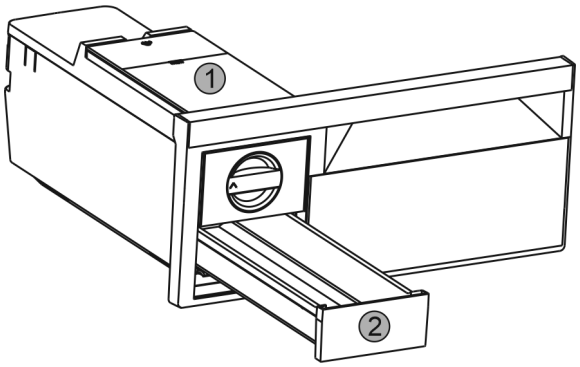

Fig. 36
▶ Take out the water tank *Fig. 36 (1)* and ice cube drawer *Fig. 36 (2)*.